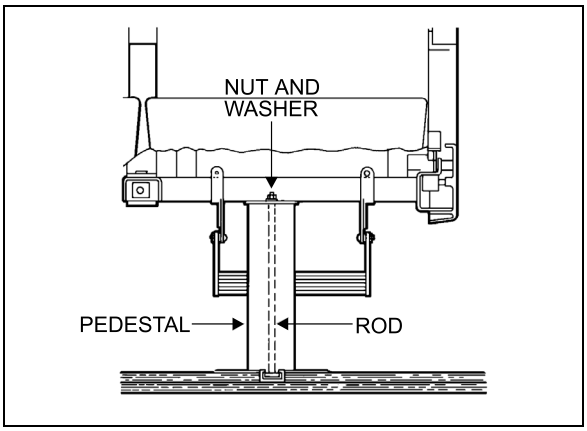

FIGURE 92: SEAT PEDESTAL ASSEMBLY 18107
6. Apply floor covering adhesive (680028) onto plywood using a serrated spreader with 1/8-inch serration. If required, apply contact adhesive (3M) (684655 or 684654) onto aluminum molding and also onto section of floor covering, which will be in contact with molding (refer to Figure 92).